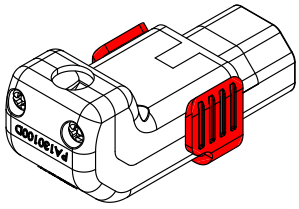

Рис. 14
5. После установки внешнего корпуса установить рукоятку фиксирующего механизма (рис. 14).